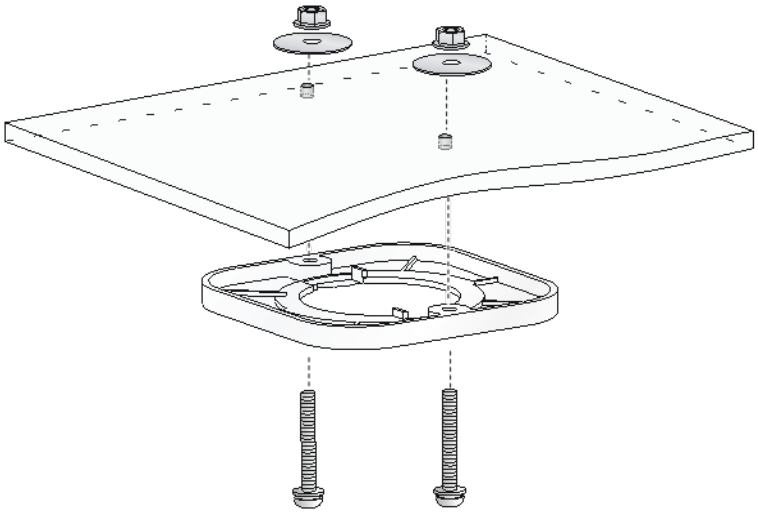

図 7-8 天井への壁面/天井用ブラケットの取り付け
4) 壁面/天井用ブラケットの設置用の穴を揃えて、なべネジを天井に通してください。反対側をワッシャーとナットで止めて、図 7-8のように天井に壁面/天井用ブラケットを取り付けてください。